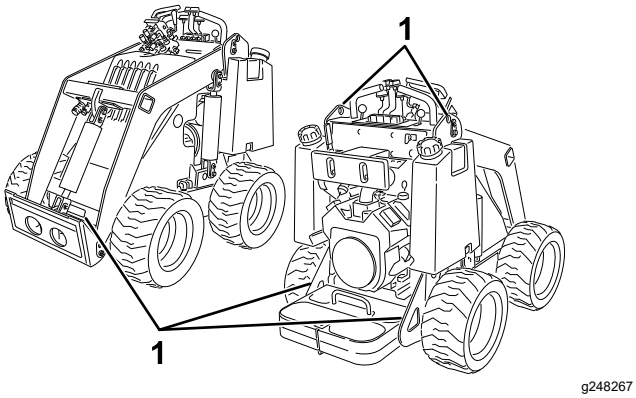

Rysunek 8
8. Zamocuj maszynę do przyczepy lub ciężarówki za pomocą pasów, łańcuchów lub lin, mocując je do metalowych uch na maszynie (Rysunek 8). Zastosuj się do obowiązujących przepisów określających wymogi dotyczące mocowania maszyny.